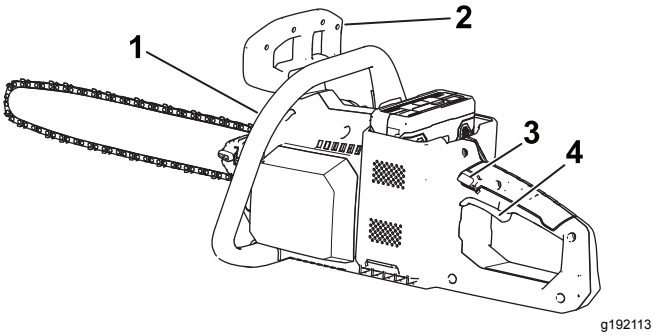

Figure 9
6. Tenez la poignée avant d'une main et la poignée arrière de l'autre, appuyez sur le verrou de gâchette puis serrez la gâchette (Figure 9).